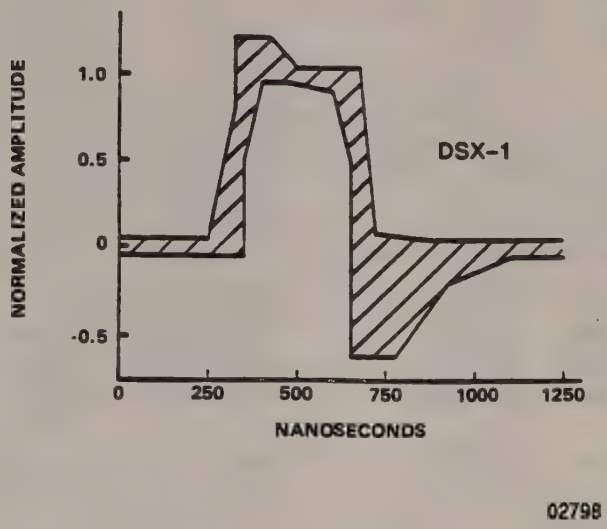

Figure 3.105. DS1 Bipolar Signal
After replacing any component, always check the Summary screen. When you have all "pass"es (on the Peak Volt, Width and Symmetry lines), you have corrected the problem. A Summary screen that looks like Figure 3.105 is what we are striving for.
1. Check input of comparator U12, pin 9 for symmetrical bipolar signal with peak voltage of 0.76 volts that fits within template, see Figure 3.105.
2. Check the collector (3) of transistor Q15 for bipolar signal, see Figure 3.105.